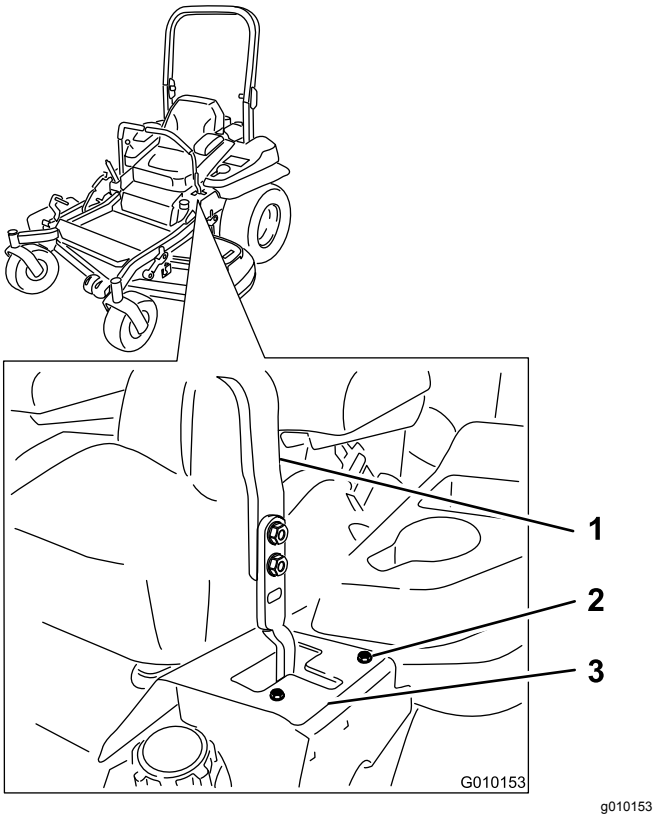

**Figuur 76**
- Als de machine een afwijking naar rechts heeft, draai dan de bouten los en breng de linker aanslagplaat naar achteren op de linker T-sleuf tot de machine recht rijdt (Figuur 76).
- Als de machine een afwijking naar links heeft, draai dan de bouten los en breng de rechter aanslagplaat naar achteren op de rechter T-sleuf tot de machine recht rijdt (Figuur 76).
6. Zet de aanslagplaat vast (Figuur 76).